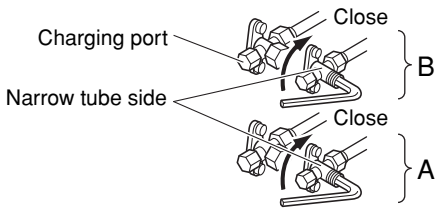

Fig. 22
(1) Fully close the spindles at the valves on the narrow tube side of tubes A and B. (Refer to Fig. 22.)